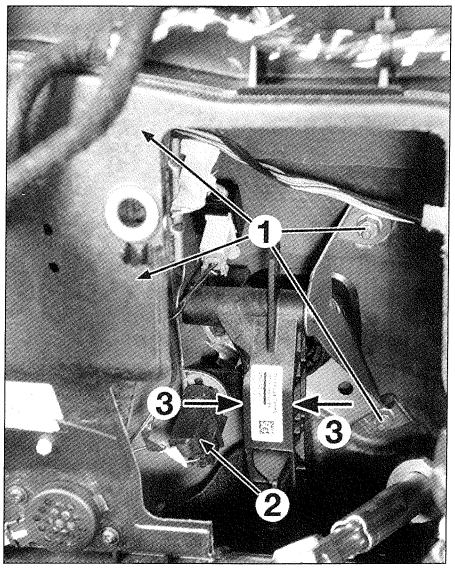

FIG. 4
• Desmontar las 4 tuercas (1) del soporte de pedal de embrague **(fig. 4)**.
• Separar el contactor de posición de pedal de embrague (2) del soporte de pedal de embrague.